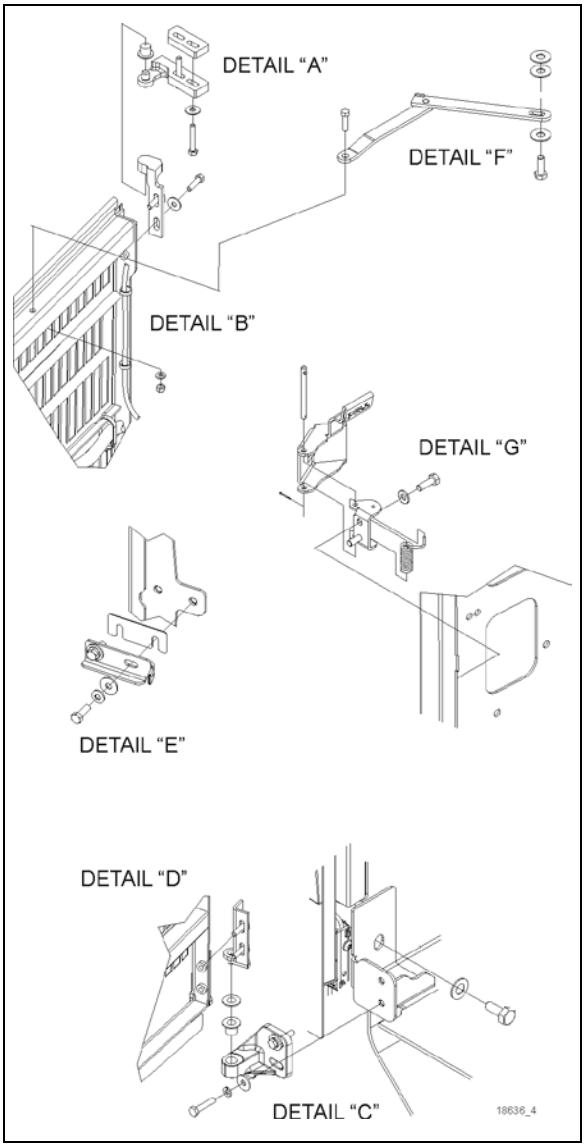

FIGURE 65:PORTE DU RADIATEUR
1. Desserrer les boulons (détails “A” & “C”, Figure 65) supportant la charnière à la structure du véhicule pour ajuster la porte vers la gauche ou vers la droite à l’aide des rainures (trous de montage).
2. Desserrer les boulons (détails “B” et “D”, Figure 65) pour ajuster la porte verticalement (haut en bas
Suivre les étapes suivantes pour ajuster le mécanisme de verrouillage de la porte du radiateur (détails “E” et “G”, Figure 65):
1. Ouvrir la porte et légèrement desserrer la languette de verrouillage (“E”, Figure 65).